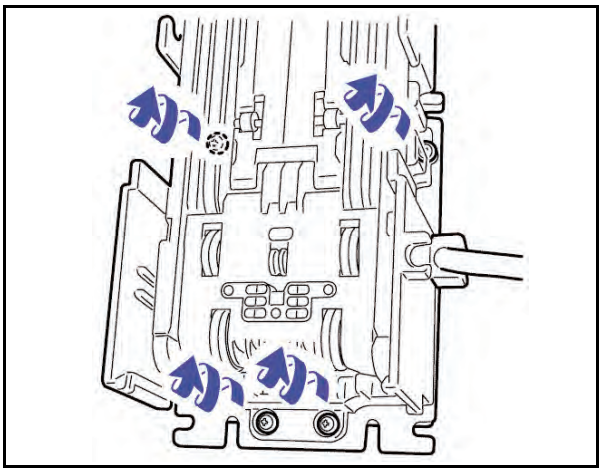
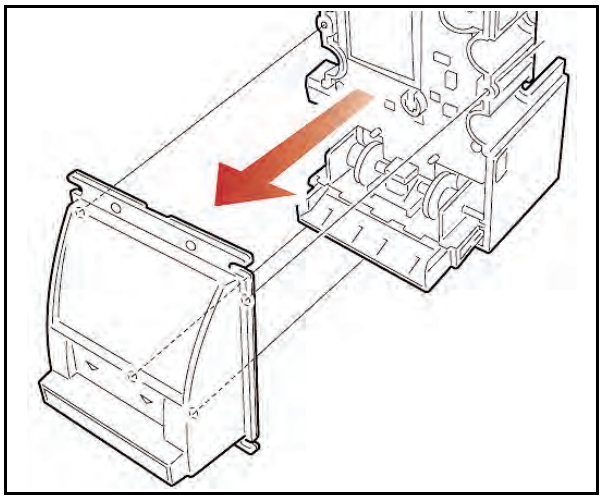

Figure 4-4 Face Plate Rear Mounting View
Figure 4-5 Validator Face Plate Removal
4. Remove the four (4) Faceplate securing screws and remove the Faceplate (See Figure 4-4 and Figure 4-5).